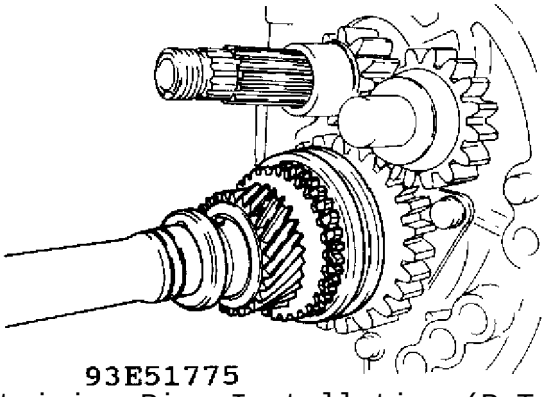

Fig. 6: Retaining Ring Installation (R-Type)
3. Install only the two 3.0mm (0.118 in) thick "C" washers in the front mainshaft groove and hold them with the retaining rings. See Fig. 6.